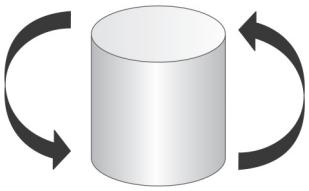

Fig. 1.5: Torsional force
- **Torsion force (Fig. 1.5):** Torsion force is an external force acting on a body, causing the body to twist along its long axis. Mechanical, e.g., whenever we turn a key in a lock, the handle of the key is in torsion—when opening a lid of the bottle. Anatomical, e.g., during pronation and supination of forearm, torsion force is developed by pronators and supinators.